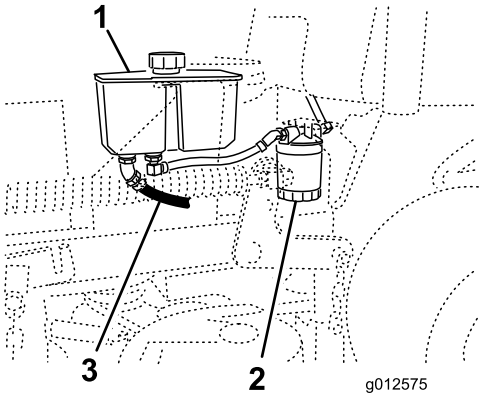

Figuur 75
4. De voorste hydraulische slang bevindt zich onder de hydraulische tank. Plaats een opvangbak onder de tank (Figuur 75).